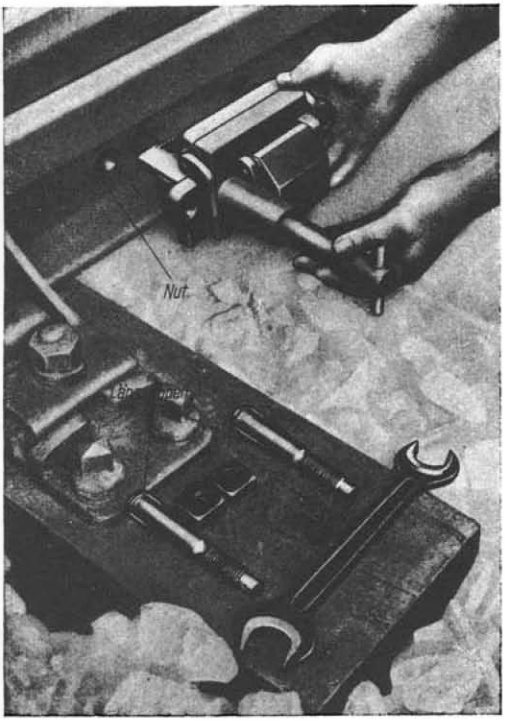

Bild 2
(3) Das Weichenschloß wird an der Backenschiene der Weiche befestigt. Zur Befestigung des Weichenschlosses sind im Steg der Backenschiene in der Nähe des Spitzenverschlusses 3 Bohrungen vorhanden (vgl. Bild 2).